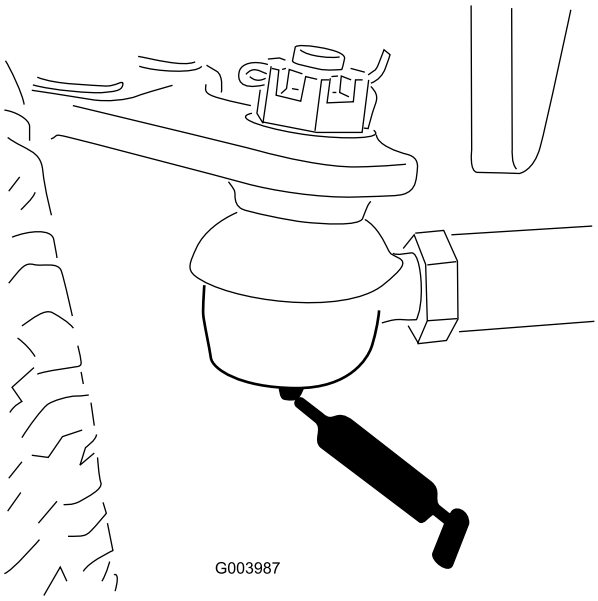

Figur 33
- Bakakselens parallellstag (2) (Figur 33)